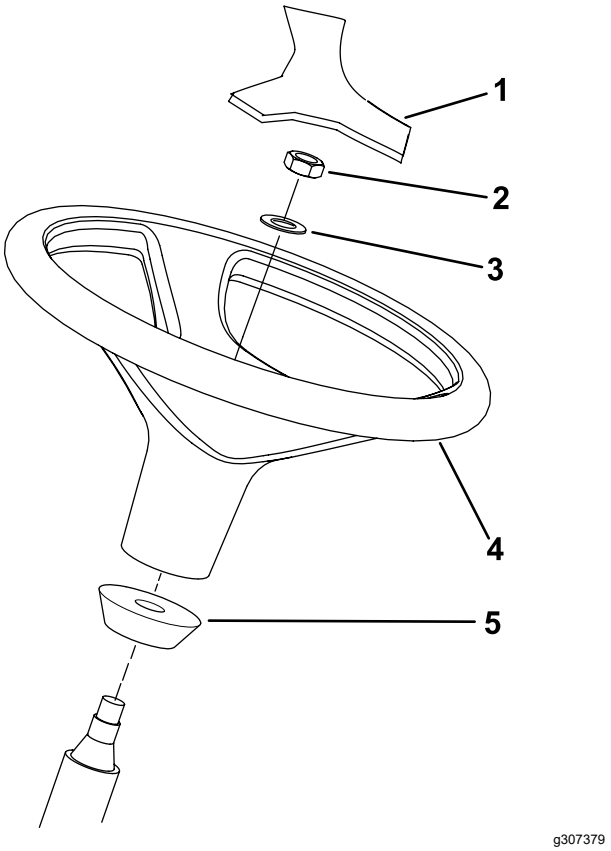

Рисунок 13
1. Снимите рулевое колесо с транспортировочного поддона (Рисунок 13).
Примечание: Убедитесь, что кольцо из пеноматериала осталось на рулевом валу (Рисунок 13).
3. Наденьте рулевое колесо и шайбу на рулевой вал (Рисунок 13).
5. Установите крышку на рулевое колесо (Рисунок 13).